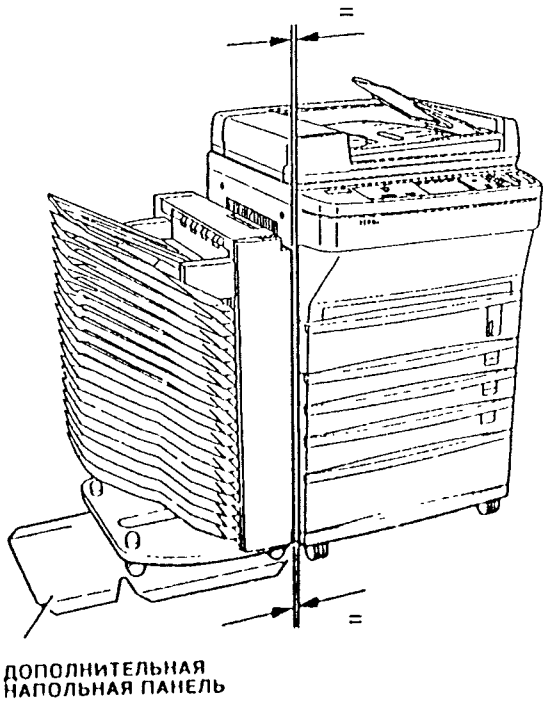

Рис. 1. Проверка зазора
1. Если сортер расположен на коврике, то следует установить комплект напольной панели (PL 13.6), смотрите Рис. 1. Если он установлен, то проверьте, что напольная панель установлена правильно. Убедитесь, что все роликовые опоры остаются на напольной панели при подключении сортера к копировальной машине и при отсоединении его от машины.
4. Подсоедините сортер к копировальной машине (Рис. 1). Проверьте, что сортер и копировальная машина состыкованы правильно. Проверьте, что величина зазора между сортером и копировальной машиной везде одинакова.